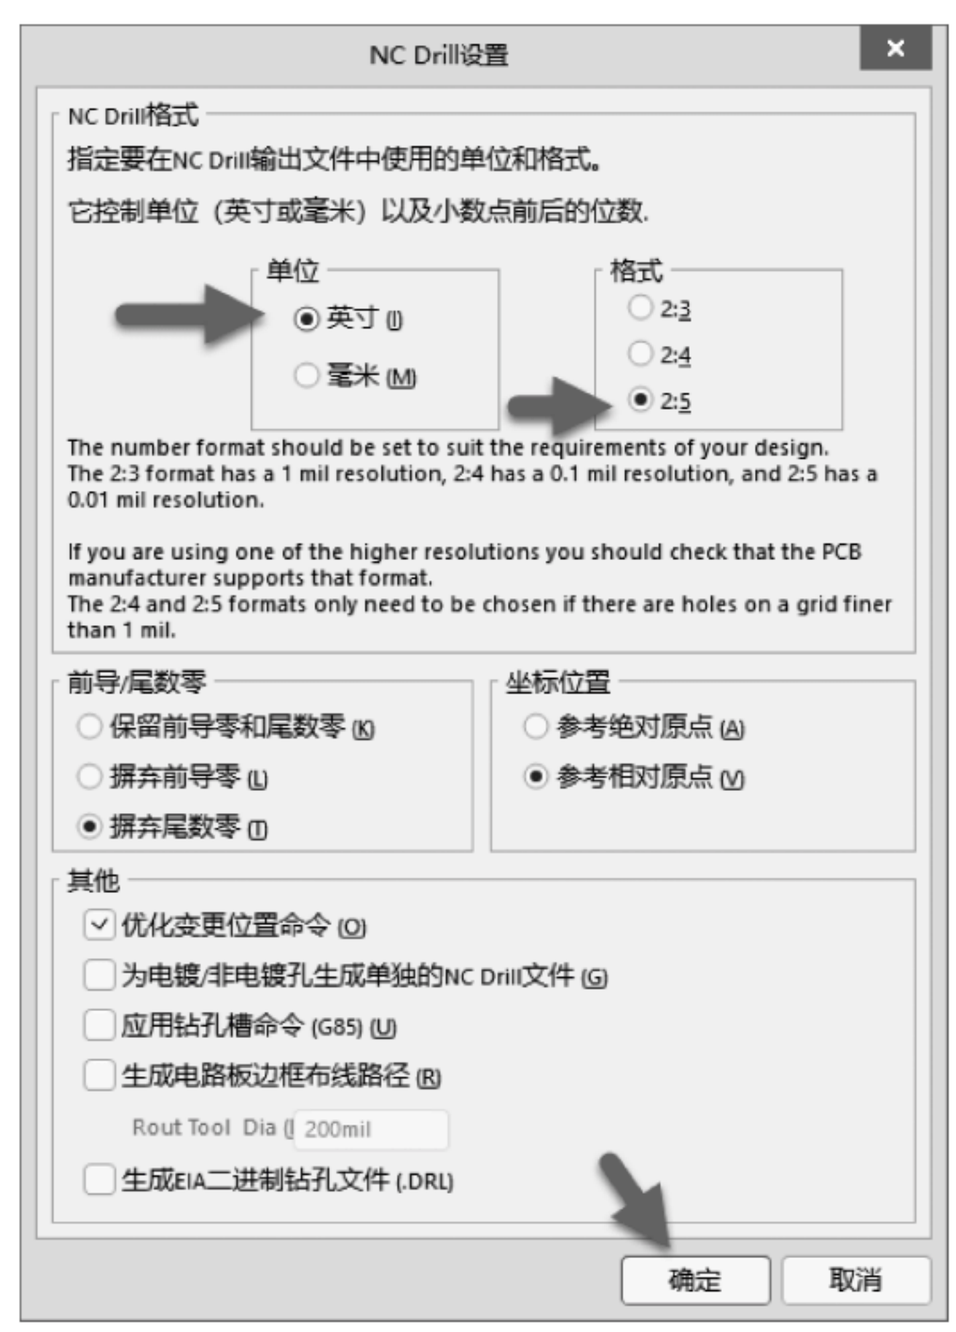

图 6-64 “NC Drill 输出设置”对话框
② “NC Drill 设置”对话框中，单位选择“英寸”，格式选择 2:5，其他保持默认，单击“确定”按钮，如图 6-64 所示。